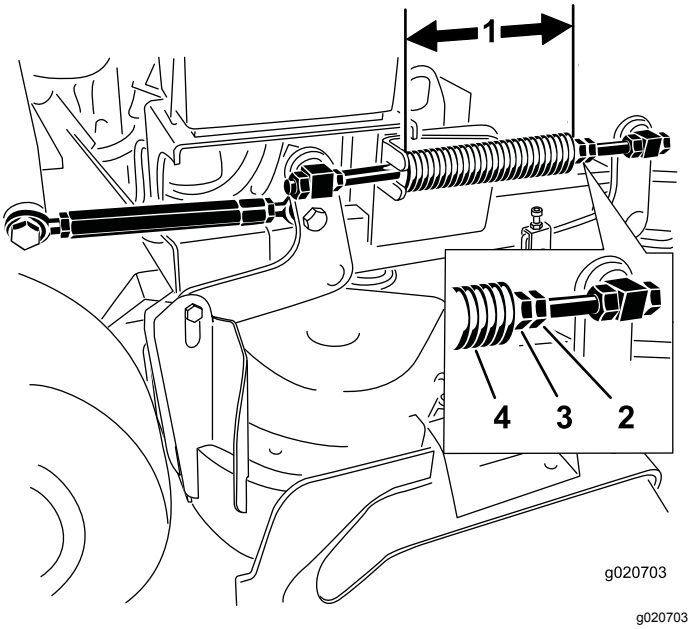

Bild 87
Hinweis: Die Nennlänge beträgt 28,2 cm für 91-cm-Mähwerke und 25,7 cm für 102-cm-Mähwerke (Bild 87).
3. Stellen Sie den Abstand ein. Lösen Sie die Federklemmmutter und drehen Sie die Mutter vorne an jeder Feder (Bild 87).
4. Arretieren Sie die Mutter, indem Sie die Federklemmmutter anziehen (Bild 87).